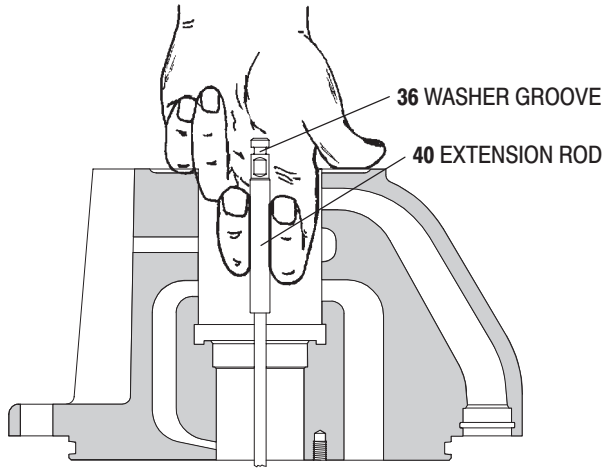

FIGURE 8
26. Place the (44) washer over the (40) extension rod.
27. Pull the (40) extension rod up and grasp with two fingers (see figure 8).
28. Place the 90350 installation tool over the (40) extension rod, with the turned diameter down and the chamfer up.
29. Fit the turned diameter of the 90350 installation tool into the bore in the bottom of the (18) head assembly.
30. Place the (42) piston adapter down over the (40) extension rod, with the threads up.
31. Insert the (36) washer into the groove in the top of the (40) extension rod.